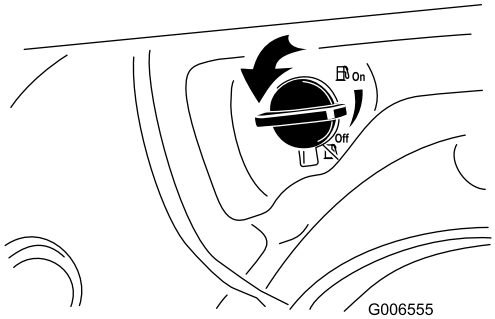

Figur 21
2. Öppna bränslekranen genom att vrida den 1/4 varv motsols (Figur 21).